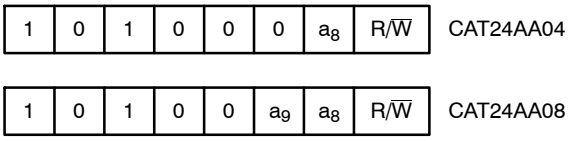

Figure 3. Slave Address Bits
The Master addresses a Slave by creating a START condition and then broadcasting an 8−bit Slave address (Figure 3). The four most significant bits of the Slave address are 1010 (Ah). The next three bits from the Slave address byte are assigned as shown in Figure 3, where a_9 and a_8 are internal address bits.The last bit, R/$\overline{W}$, instructs the Slave to either provide (1) or accept (0) data, i.e. it specifies a Read (1) or a Write (0) operation.